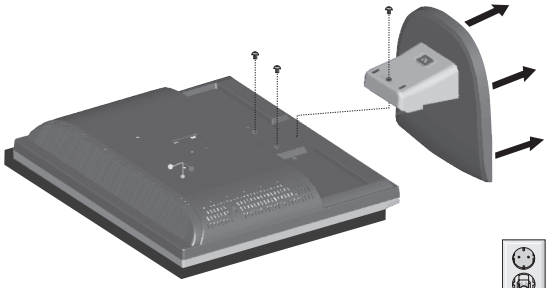

Figure R.2
3. Retirez les 3 vis fixant le moniteur à son support et enlevez le support comme indiqué (**Figure R.2**).